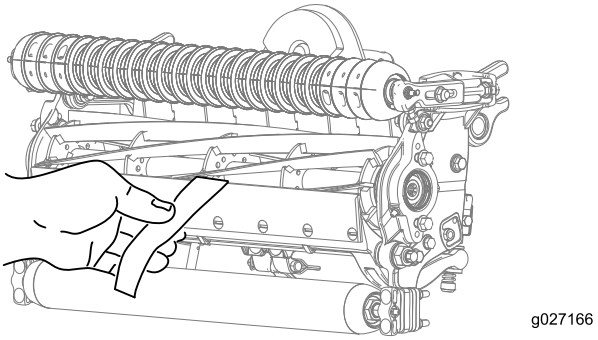

Figuur 10
12. Test de maaiprestaties door een lange strook Toro maaitestpapier tussen het ondermes en de messenkooi te steken, loodrecht op het ondermes (Figuur 10). Draai de messenkooi **traag** naar voren. Het papier moet gesneden worden.